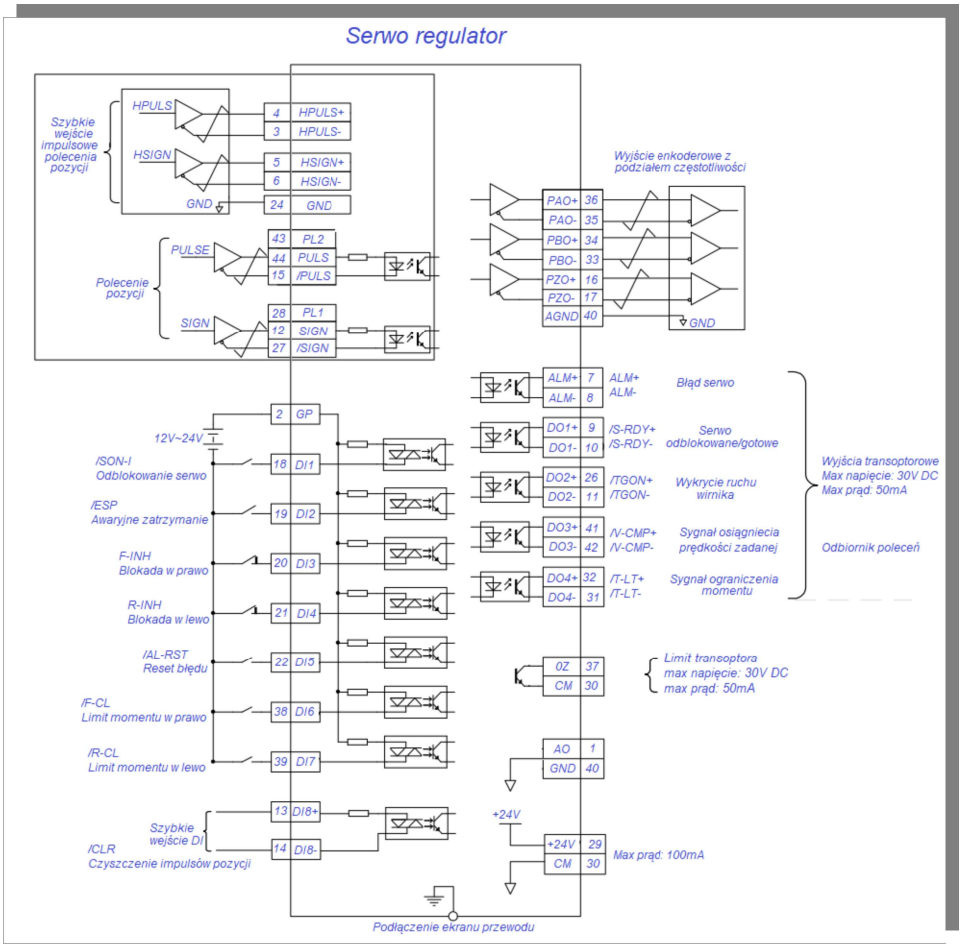

rys. 6.4.2 Okablowanie dla trybu zewnętrznego pozycjonowania impulsowego
- ★ Przeanalizować rys. 6.4.2 i rys. 6.4.3, aby prawidłowo podłączyć sterowanie DI/DO,